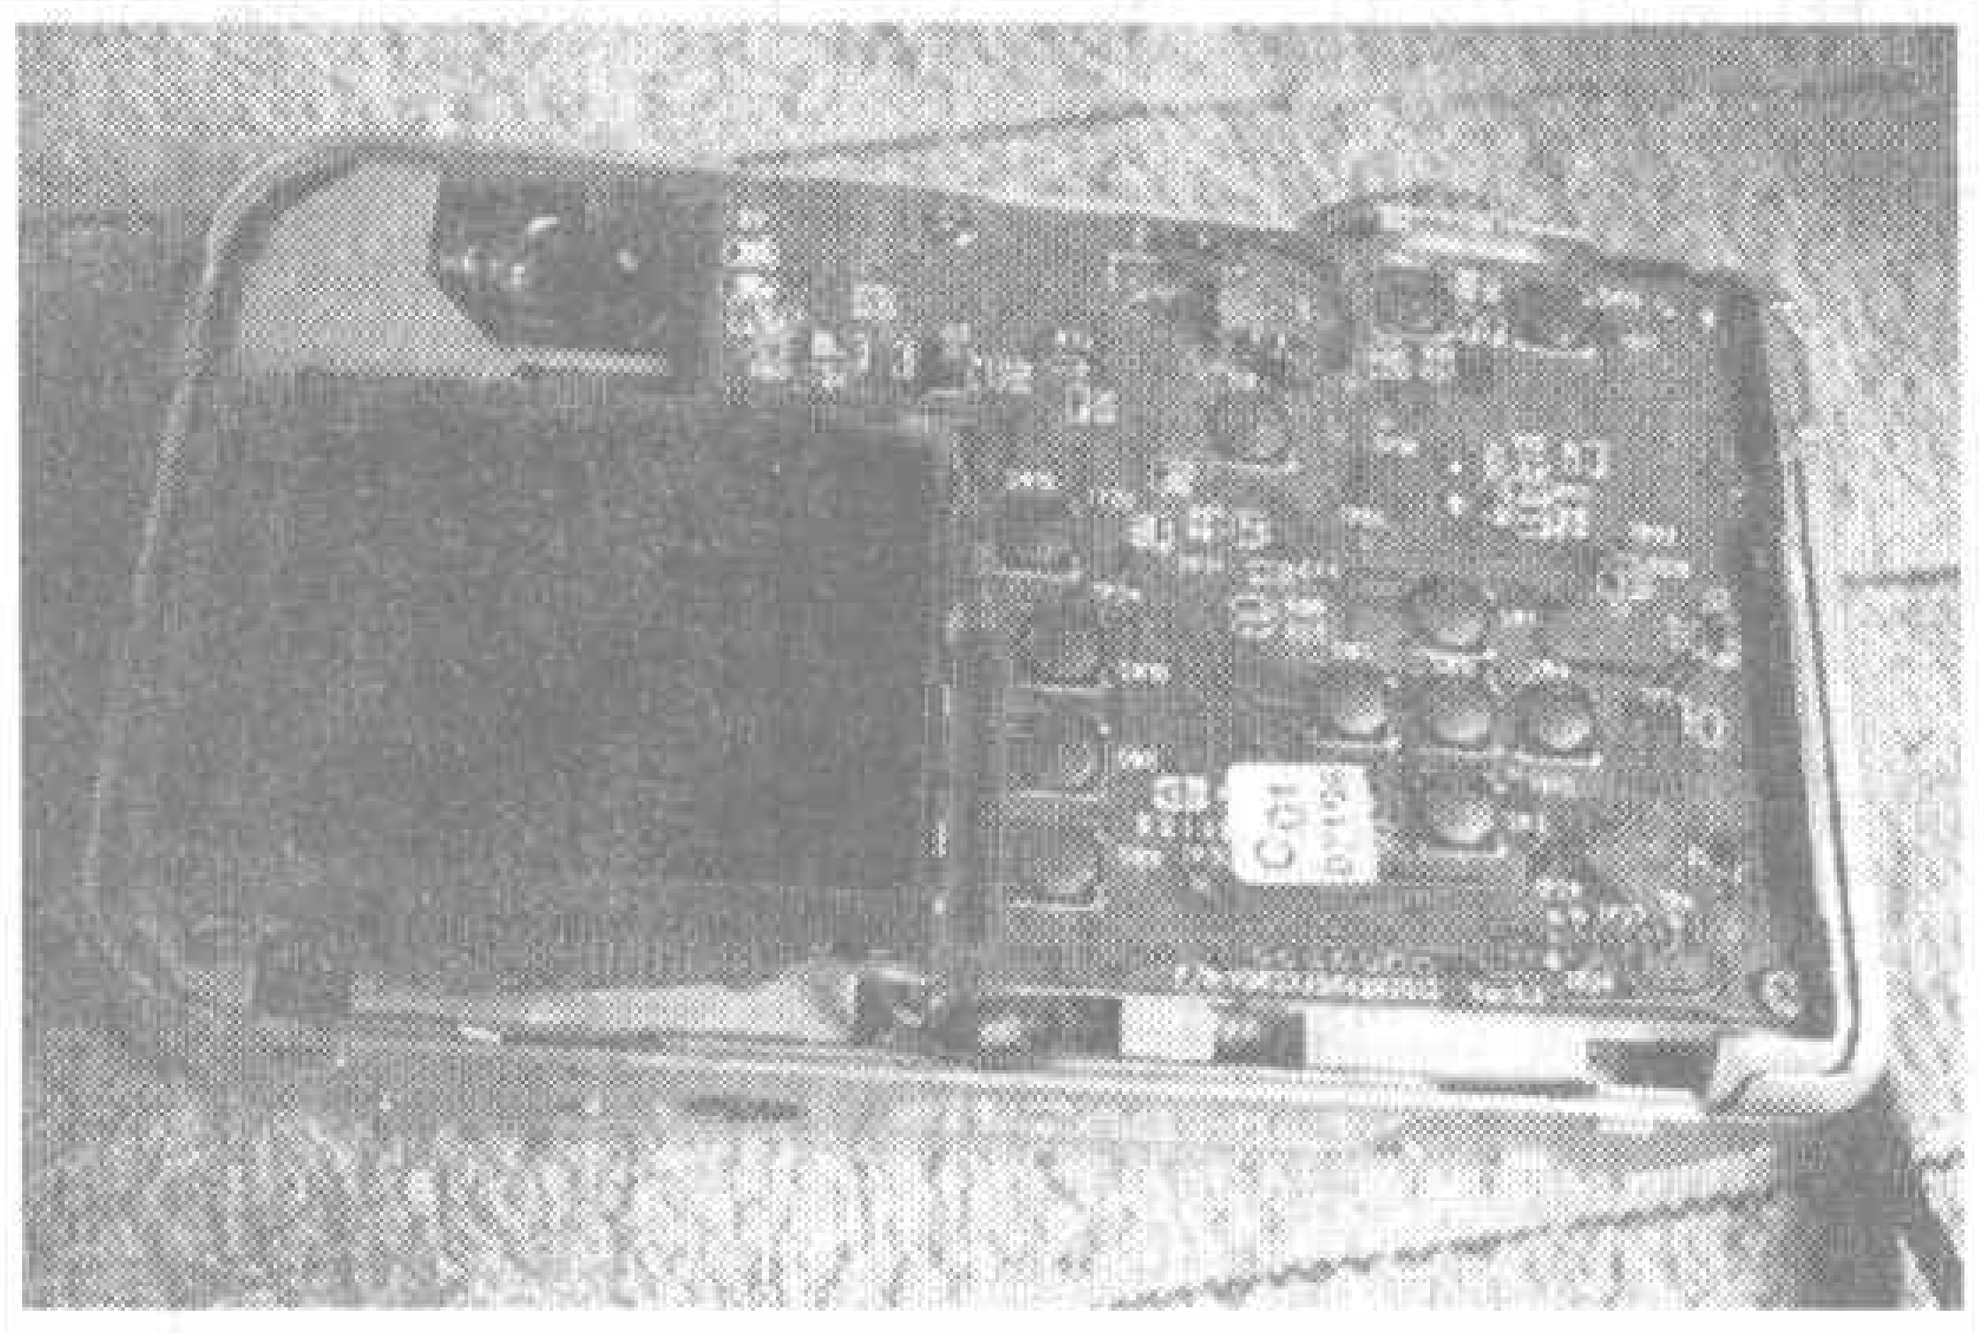
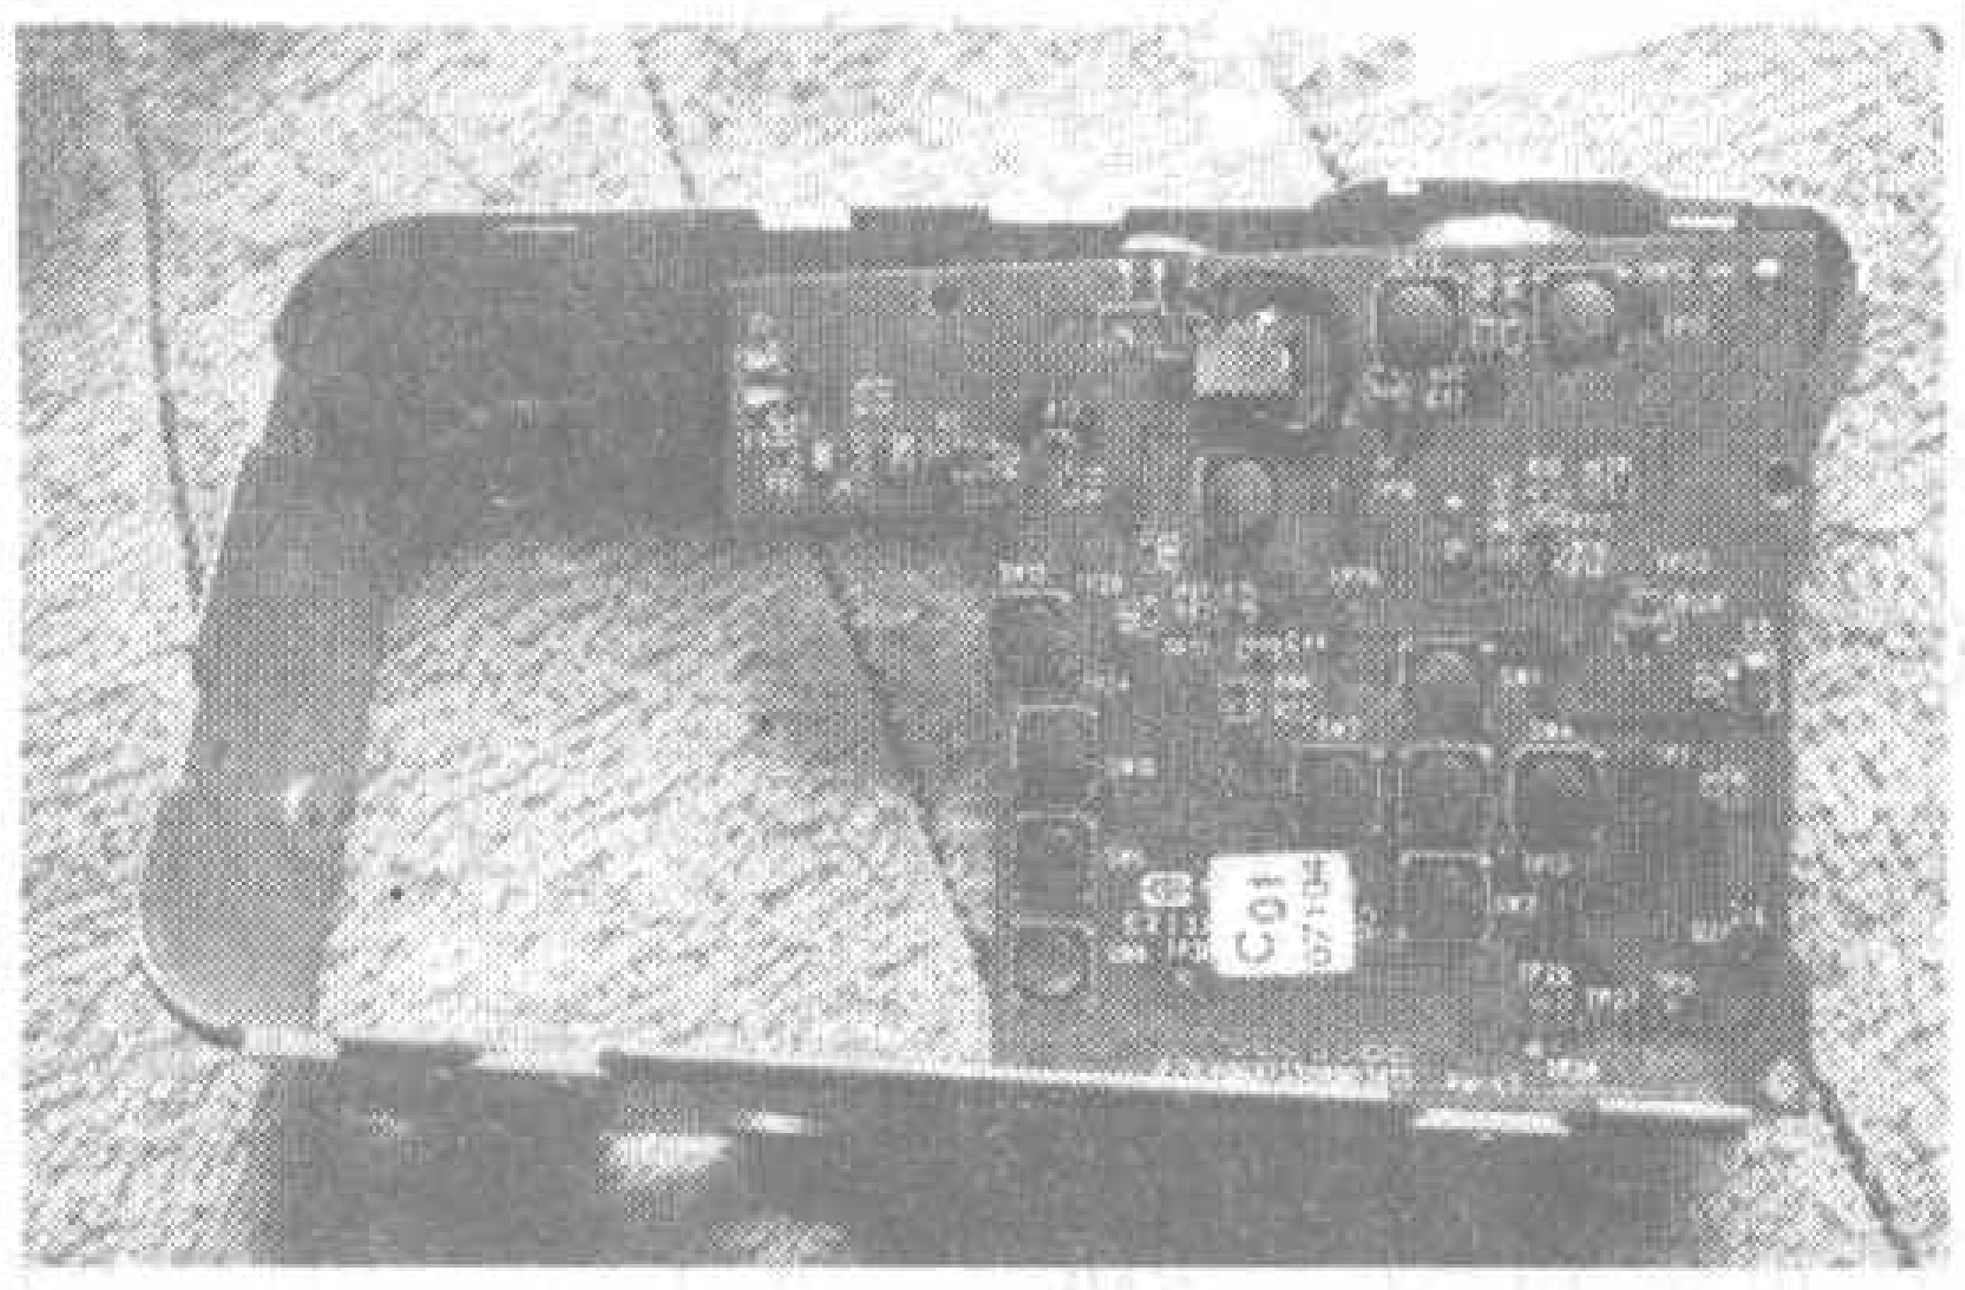

图4
图5
3.相机背面是液晶屏和控制面板，见图4。拆下3颗固定螺丝，稍向外用力可以拆下控制板，它与下面的电路板是用插接件连接的，见图5。液晶屏是用双面胶粘着的，如果没有必要，不要拆它。